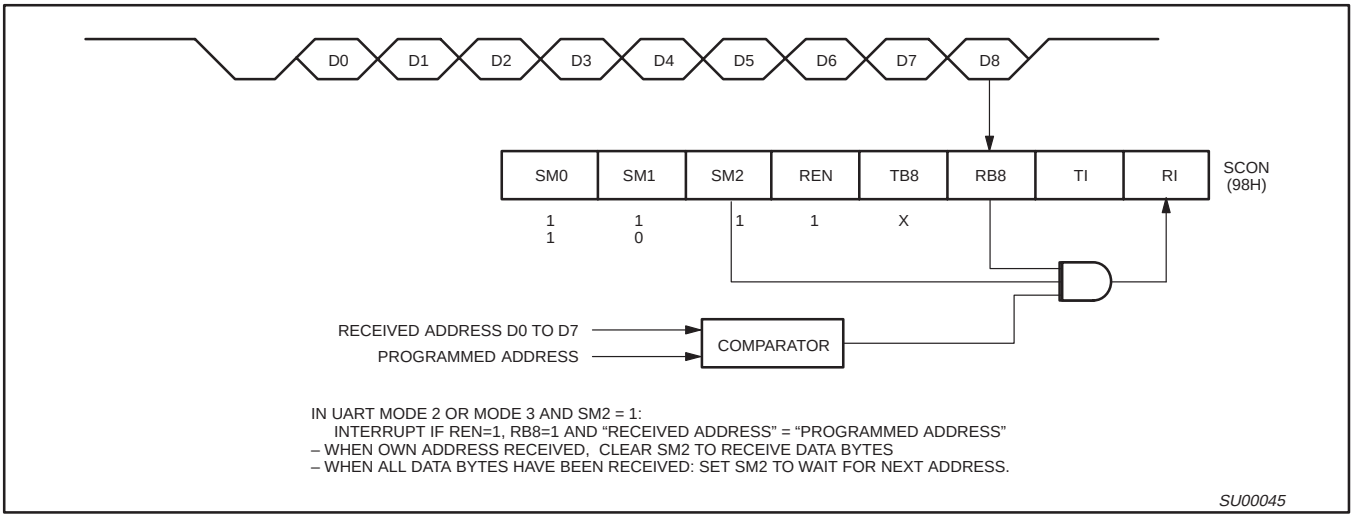

Figure 9. UART Multiprocessor Communication, Automatic Address Recognition
Automatic Address Recognition is a feature which allows the UART to recognize certain addresses in the serial bit stream by using hardware to make the comparisons. This feature saves a great deal of software overhead by eliminating the need for the software to examine every serial address which passes by the serial port. This feature is enabled by setting the SM2 bit in SCON. In the 9 bit UART modes, mode 2 and mode 3, the Receive Interrupt flag (RI) will be automatically set when the received byte contains either the “Given” address or the “Broadcast” address. The 9-bit mode requires that the 9th information bit is a 1 to indicate that the received information is an address and not data. Automatic address recognition is shown in Figure 9.